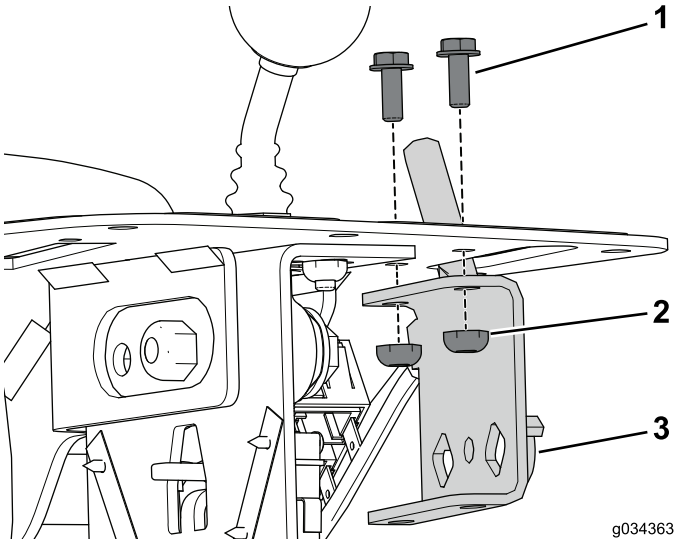

Rysunek 3
2. Odkręć i wyrzuć 2 śruby i nakrętki zabezpieczające mocujące zespół przepustnicy do zespołu konsoli (Rysunek 3).